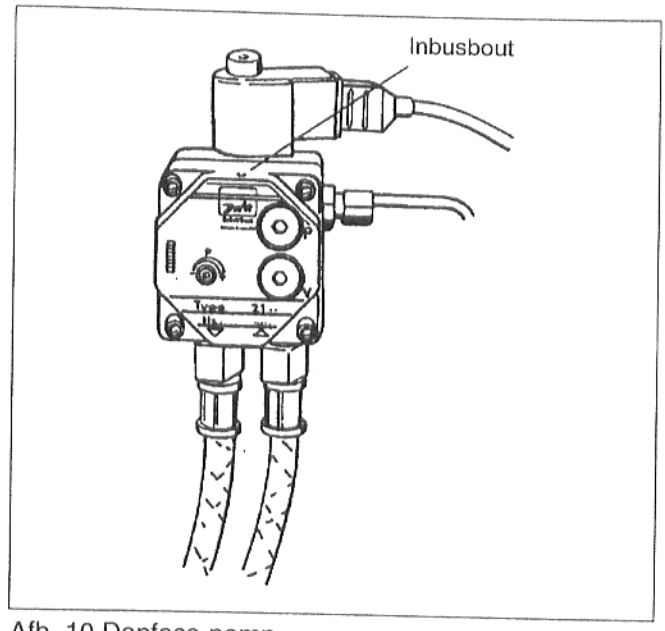

Afb. 10 Danfoss-pomp
- De inbusbout aan de bovenkant losdraaien (afb. 10)
- Filter naar boven eruit trekken (afb. 10)